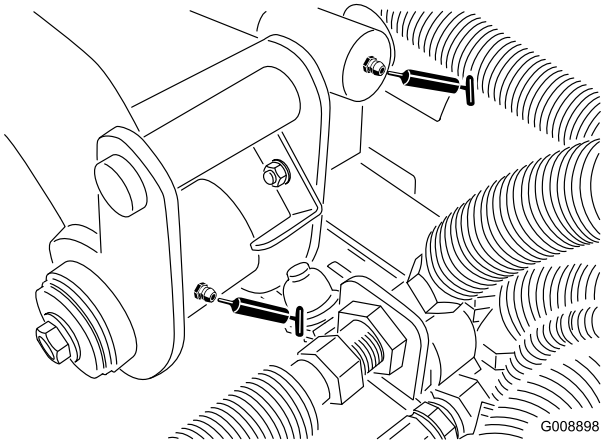

Figuur 35
- Draaipunt van achterste hefarm en hefcilinder (2) (Figuur 35)